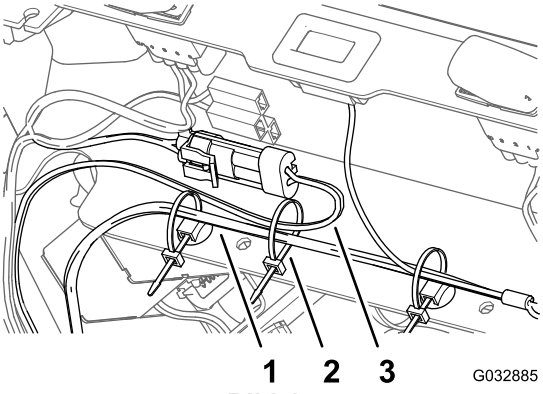

Bild 15
5. Befestigen Sie den Kabelbaum für die LED-Lampen mit einer Kabelbinde am Kabelbaum der Maschine, wie in Bild 15 abgebildet.